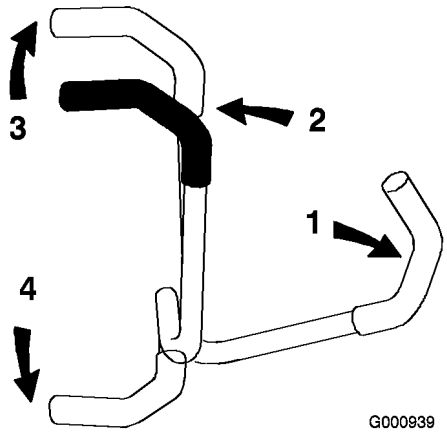

Figur 16
3. Skyv kontrollspakene forsiktig forover for å gå fremover (Figur 16).
Legg likt trykk på begge kontrollspakene for å gå rett (Figur 16).
Når du skal svinge reduserer du trykket på kontrollspaken i den retningen du ønsker å svinge (Figur 16).
2. Skyv kontrollspakene forsiktig bakover for å gå bakover (Figur 16).